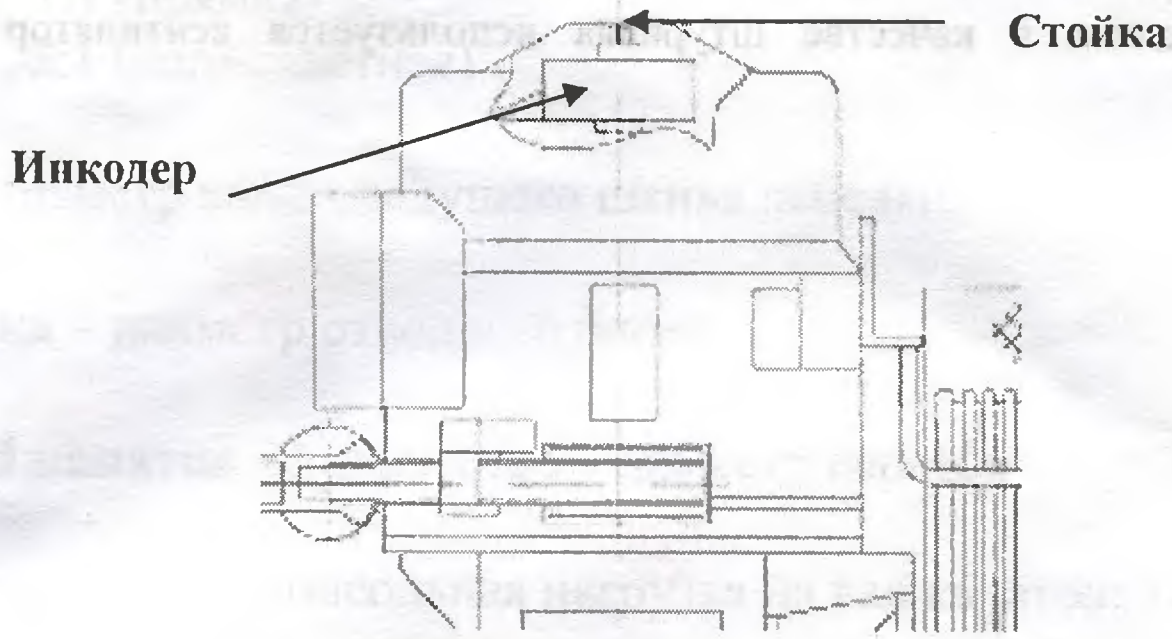

Рис. 9
1. Лебедки исполнения B14, B15, B16 (лебедки для лифтов со скоростью 1.6 м/с) комплектуются инкодером для частотного регулирования, установленного на стойке, которая одновременно служит для установки съемного штурвала ручного перемещения кабины **(рис.9)**.